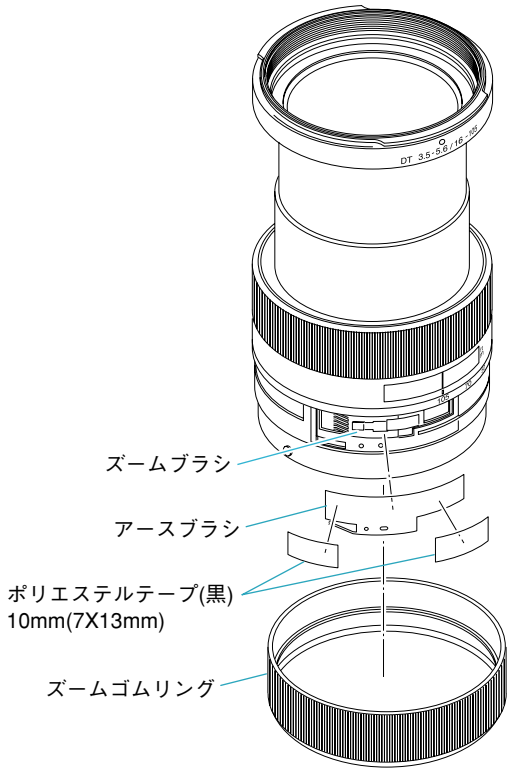

Fig.4-11-1
1) レンズ本体からFig.4-11-1に示す部品を取り外す。